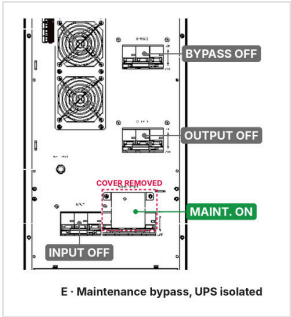

FIGURE 8-3 E — maintenance bypass, UPS isolated
4. Open the **INPUT**, **BYPASS** and **OUTPUT** breakers (Figure 8-3). Open the external battery breaker and unplug the battery plug-ins.